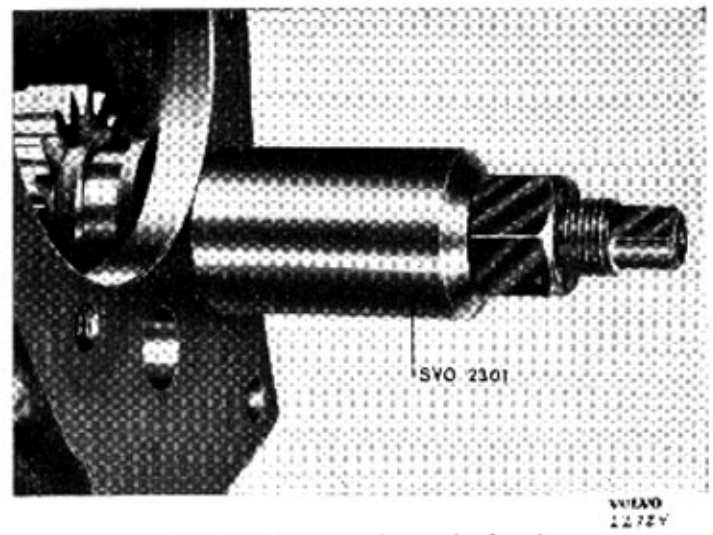

Bild 43-5. Demontering av backaxel
9. Tag ut mellanhjulet. Drag ut axeln för bakhjulet med avdragare SVO 2301, se bild 43-5. Tag ut backhjulet och växelhävarmen.